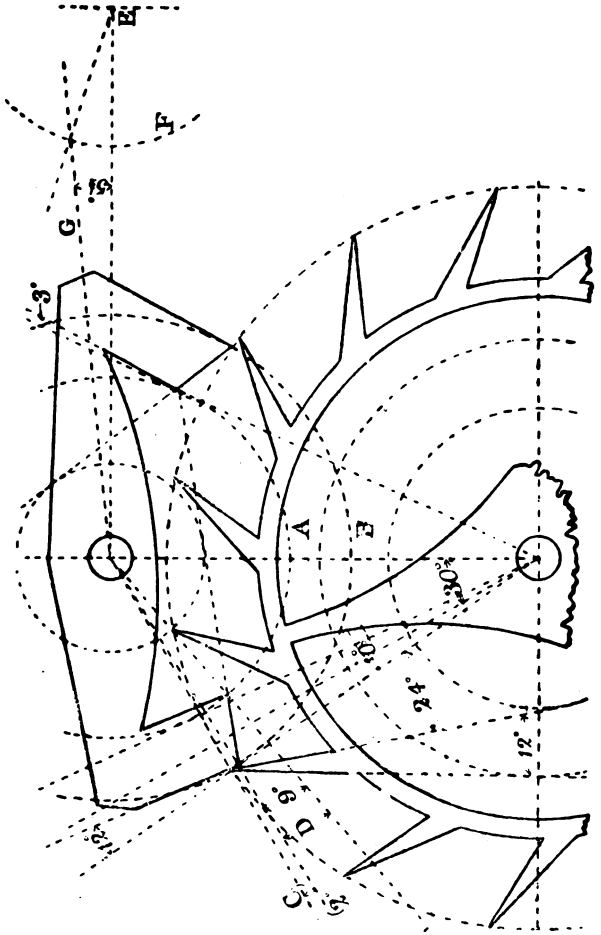

Fig. 3.
* When the tooth is pressing on the locking, the line of pressure should pass through the centre of the pallet staff. But as the locking faces of the two pallets are not equidistant from the centre of motion, a tangent drawn from the locking corner of one pallet would be wrong for the other, and, as a matter of fact, if a diagram is made it will be found that even when the pallets are planted as close as possible they are hardly as close as they should be for the right-hand pallet. To plant as close as possible is, therefore, a very good rule, and is the one adopted by the best pallet makers; though in setting out the escapement a chord of the width of the pallet is produced to find the centre of the staff, as shown in Fig. 3.
Fig. 3 is appended as a guide to students in setting out the escapement. A circle representing the extreme diameter of the escape wheel is taken as a basis, and on the left of the centre line is set off, by means of a protractor, the middle of one pallet (30°) and its width (10°). The chord of this arc of 10° is then produced till it cuts the centre line, and this intersection is taken as the centre of the pallet staff. From the pallet-staff centre curves, A and B, representing the paths of the pallet corners, are drawn. The amount of locking C (say 2°) and impulse D (say 9°) are set off from the chord of the left-hand pallet. The impulse plane is traced through the intersection of the angular lines with the curves A and B, and the line of the plane produced towards the centre of the staff as shown. From the centre of the staff is described a circle just touching the line so produced. The impulse plane of the other pallet forms a tangent to this circle. In this position of the pallets, a line drawn from the locking corner of the left-hand pallet to form an angle of 12° with the radial line from the centre of the wheel, will be required to show the locking face of the pallet, and a similar line forming 3° will answer for the locking face of the right-hand pallet. Mark off the centre of the roller (E), and take, say, one-fourth of the distance between this centre and the centre of the pallet staff for the position of the centre of the impulse pin, and describe the arc F to represent its path. The line G, forming with the centre line running through the roller an angle equal to half the total angle of the motion of the pallets, or $5\frac{1}{2}°$, will represent the centre of the lever. The wheel teeth are set back about 24° from a radial line, so as to bear on their points only, and the rim of the wheel extends to about three-fourths of the whole radius. The remaining parts may be